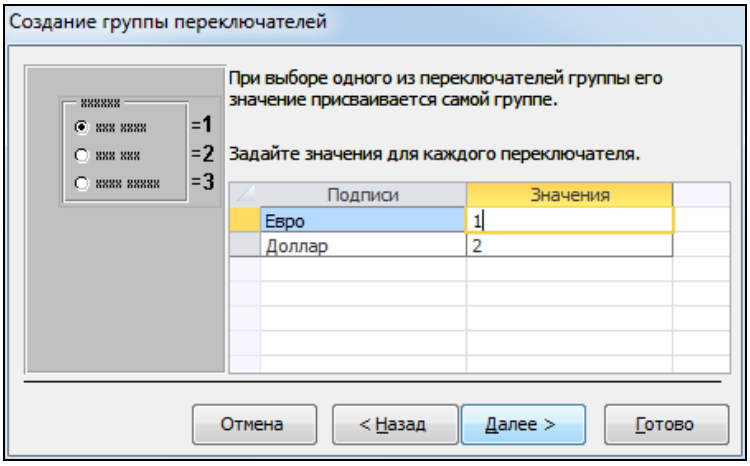

Рис. 3.45. Присвоение номеров переключателям
5. Каждому переключателю присваивается номер (рис. 3.45).